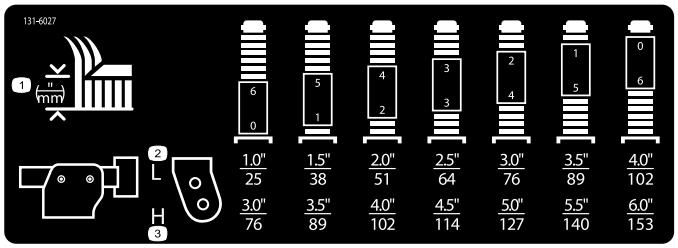

Figur 37
3. Plasser styrehjulsaksler i samme hull i alle styrehjulsgaflene. Se diagrammet for å bestemme de korrekte hullene for klippehøyde (Figur 37).